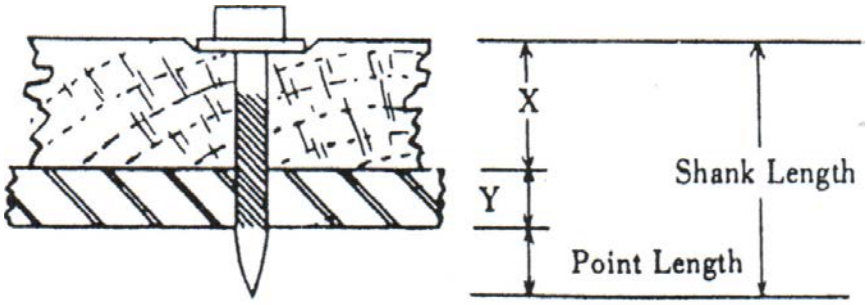

Figura 25
Clavos de disparo - Para seleccionar la longitud apropiada del fuste, determine el grosor total del material a ser sujetado (X), el grosor del acero en el cual se propulsará el pasador (Y), más la longitud de la punta. El total de X, Y y la longitud de la punta forman la longitud apropiada del fuste (Figura 25).